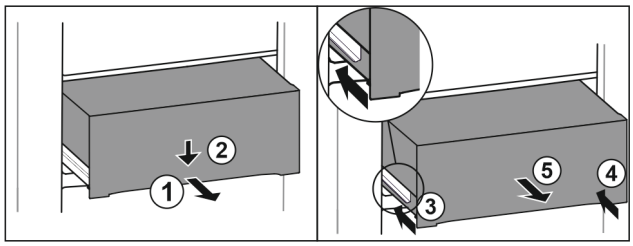

Fig. 181
- ▶ Schubfach halb herausziehen. *Fig. 181 (1)*
- ▶ Schubfach an der Vorderseite nach unten drücken. *Fig. 181 (2)*
- ▶ Linke Schiene etwa 2 cm einschieben. *Fig. 181 (3)*
- ▶ Rechte Schiene etwa 2 cm einschieben. *Fig. 181 (4)*
- ▶ Schubfach nach vorne entnehmen. *Fig. 181 (5)*